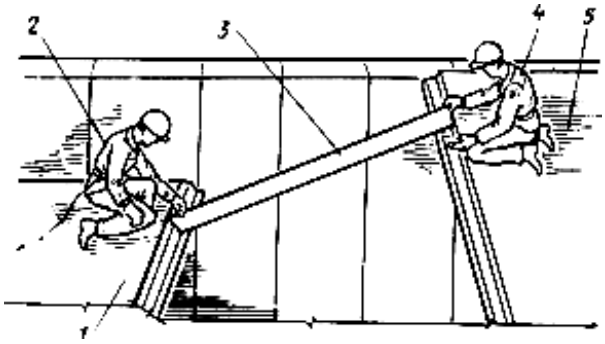

Рис.5. Схема выверки лестничной площадки
6. Рабочий, выполняющий монтажные работы берет шаблон и поднимается на установленную ранее площадку, находящуюся нище устанавливаемой (рис.5).